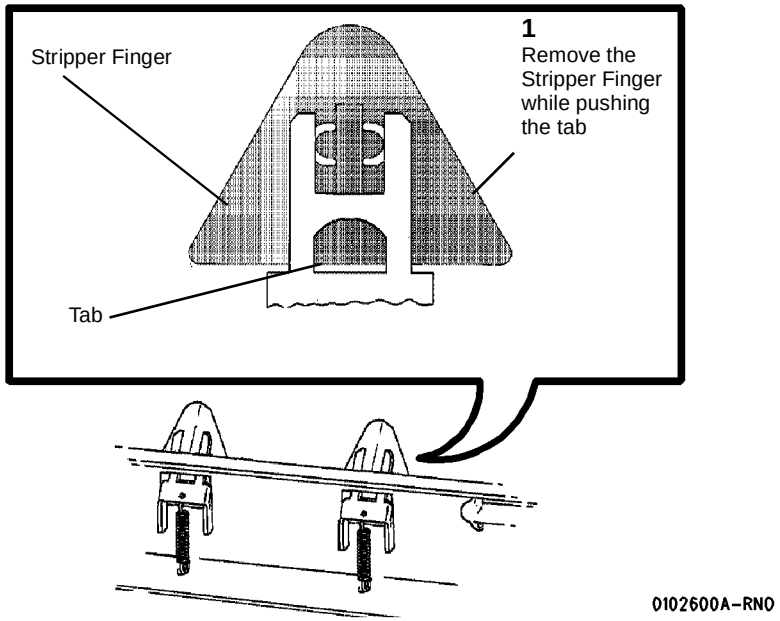

**Figure 1 Removing the Stripper Fingers**
2. (Figure 1): Remove the Stripper Fingers.